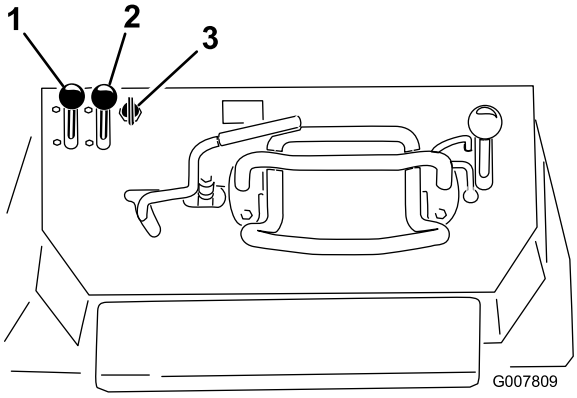

**Figur 19**
1. För gasreglaget till mittläget mellan det långsamma och det snabba läget (Figur 19).
2. För chokereglaget till det påslagna läget (Figur 19).
- Modell med elstart: Vrid nyckeln till det påslagna läget (Figur 19). Släpp nyckeln när motorn startar.
4. För gradvis choken till det avslagna läget (Figur 19). För choken framåt igen om motorn stannar eller hackar så att den värms upp ordentligt.
5. För gasreglaget till önskat läge (Figur 19).
1. För gasreglaget till det långsamma läget (Figur 19).
3. Vrid nyckeln till det avstängda läget (Figur 19).